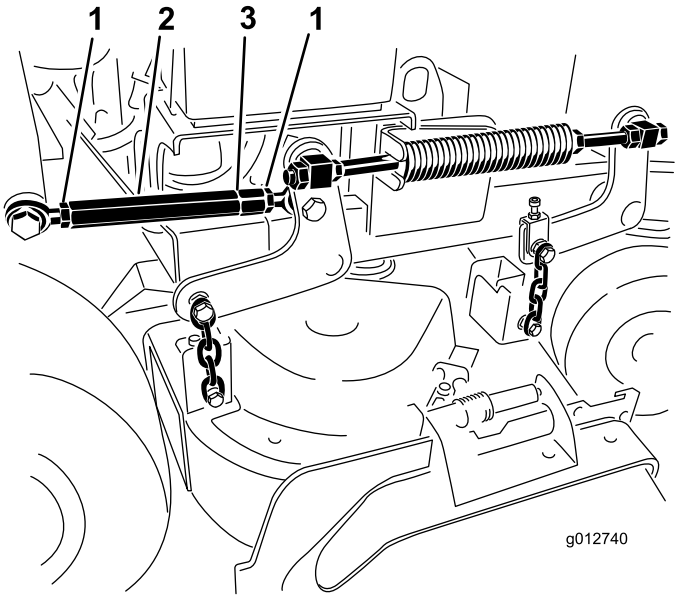

**Figur 86**
7. Løsn kontramøtrikkerne i begge ender af spændemøtrikken (Figur 86).
**Bemærk:** Spændemøtrikkens ende med den fræsede rille har venstregevind (Figur 86).